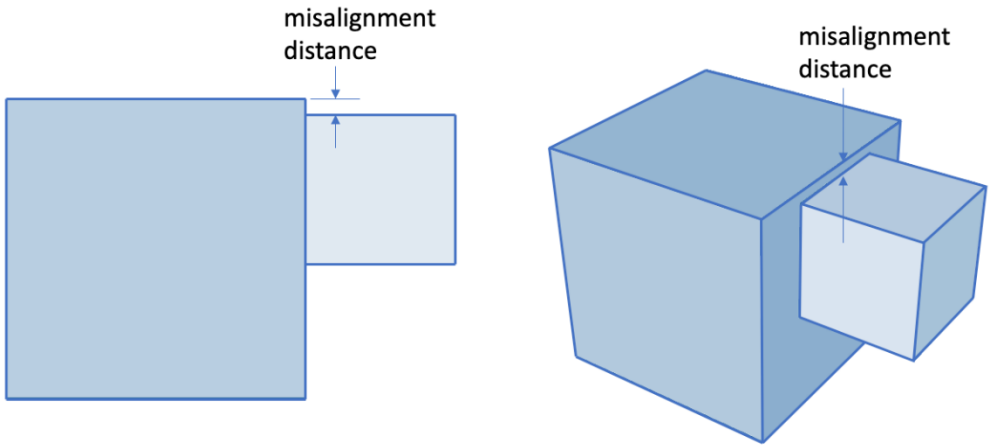

Figure 15. Volume Misalignment Example
- **Volume Misalignments** - Misalignments are caused when neighboring volumes touch without overlap, but a small distance between neighboring vertices, curves or surfaces is identified. Figure 15 shows an example of a misalignment. Misalignments can result in sliver surfaces and bad element quality if not resolved prior to imprinting and merging. The **Volume Misalignments** diagnostic test will list pairs of volumes that are misaligned. Expanding a volume pair will reveal entity to entity misalignments that were detected between the pair. Three categories of misalignments will be displayed, namely: vertex-vertex, vertex-curve and vertex-surface ordered by their misalignment distance. These indicate